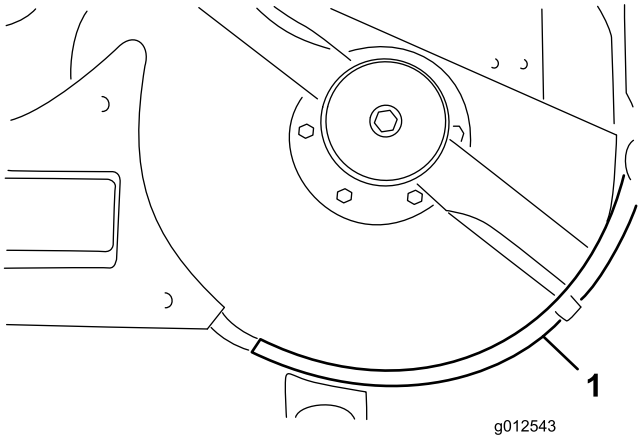

Figura 15
10. Sujete la plataforma izquierda a la carcasa con 2 pernos (1/4-20 x 1"), 1 perno (1/4-20 x 3/4"), y 3 contratuercas (Figura 15). Coloque las cabezas del perno en el interior de la carcasa.